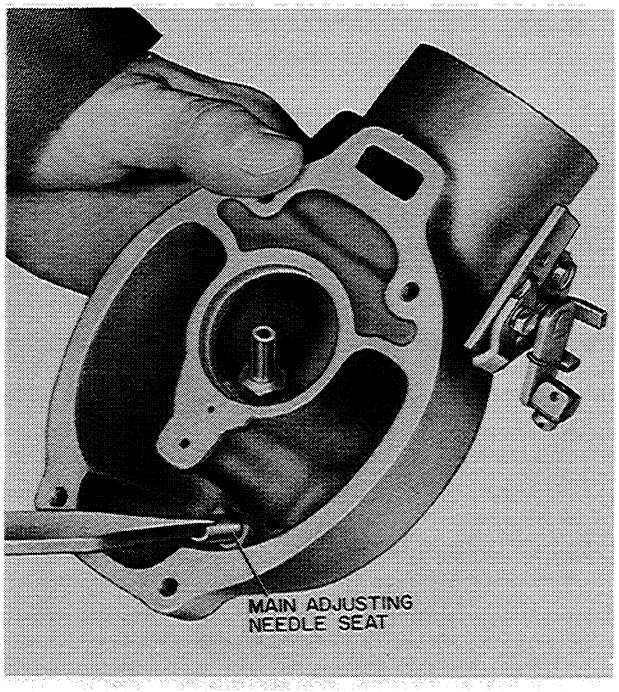

Figure N-19
11. Next remove the main adjusting needle seat, Figure N-19.